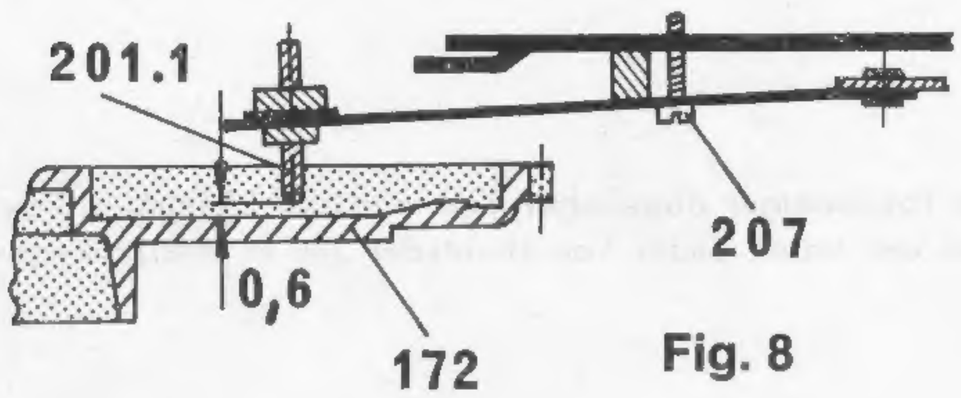

Fig. 8
c) Taststift dejustiert	Taststift n. Fig. 8 justieren